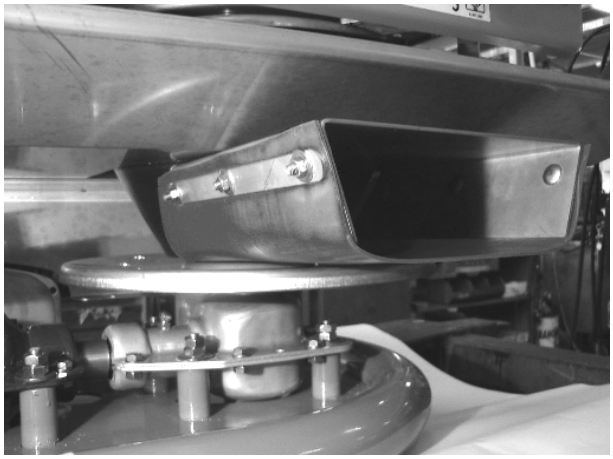

Rys. 23
- zamontować lejek (1) na otwór wysypowy poprzez specjalne wsporniki ustalające i uchwyt (Rys. 23)